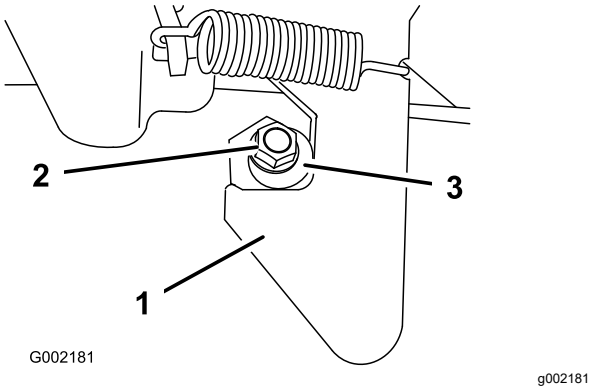

Figur 68
1. Lossa låsmuttern i änden av spärrstiftet (Figur 68).
2. Vrid spärrstiftet medsols tills det sitter tätt mot haken på spärrhaken (Figur 68).